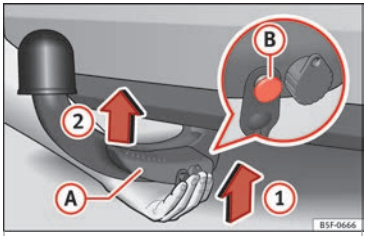

Fig. 217 Colocar bola desmontable / perno de desbloqueo en el estado desplegado
- Sujete la bola desmontable **desde abajo** ››› **fig. 217** y encájela en el alojamiento del gancho siguiendo el sentido de la flecha (1) hasta que se encastre de forma audible ››› ⚠.